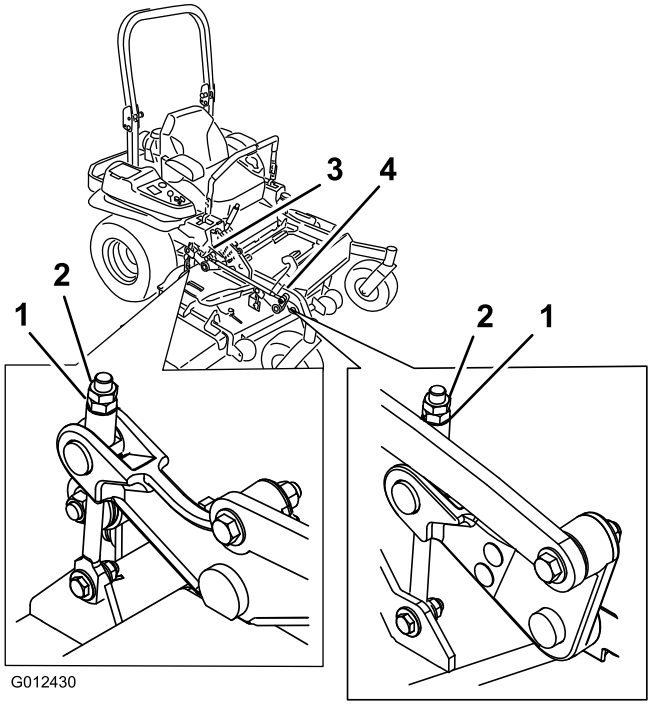

**Figur 87**
10. Finindstil justermøtrikken på forreste skjoldløfteenhed ved at dreje den (Figur 87).
16. Finindstil justermøtrikken på forreste skjoldløfteenhed ved at dreje den (Figur 87).